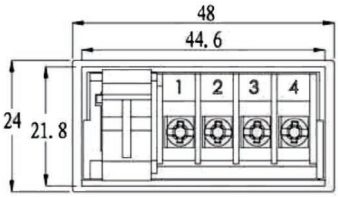

Рис. 4
a. На задней панели подключите контакт 2 к контакту 4 (см. рис. 4).
b. На задней панели подключите контакт 3 к контакту 4 (см. рис. 4).